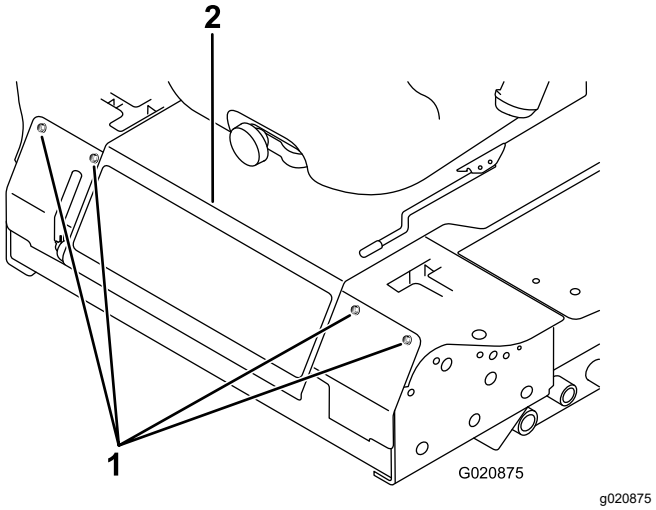

Figuur 85
2. Draai de bouten los waarmee het voorpaneel vastzit, en verwijder het paneel (Figuur 85).